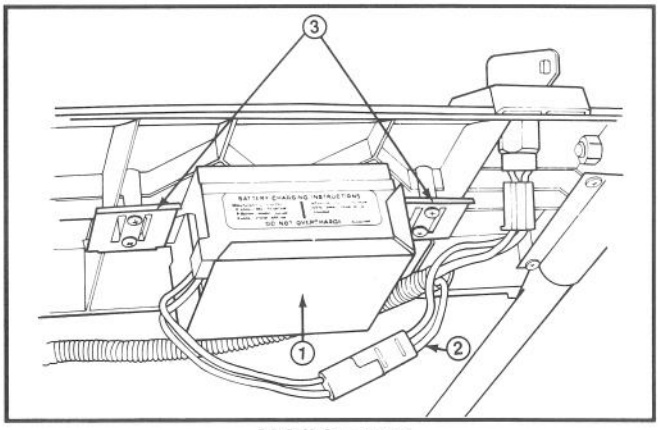

Abbildung 26
1. Den Motor abstellen und die Kabel von der Batterie trennen (Abb. 26).